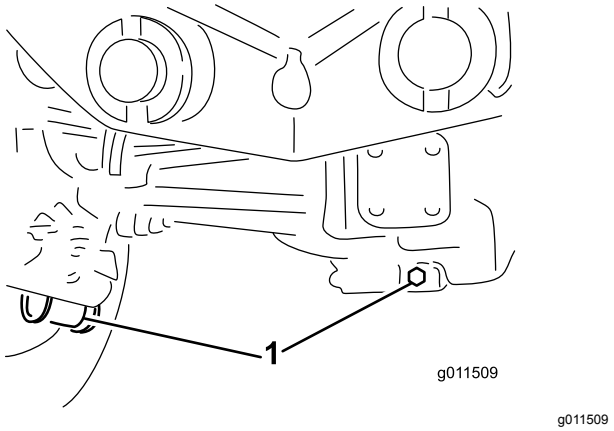

Figuur 91
2. Reinig de omgeving van de drie aftappluggen, (1) aan elke kant en (1) in het midden (Figuur 91).